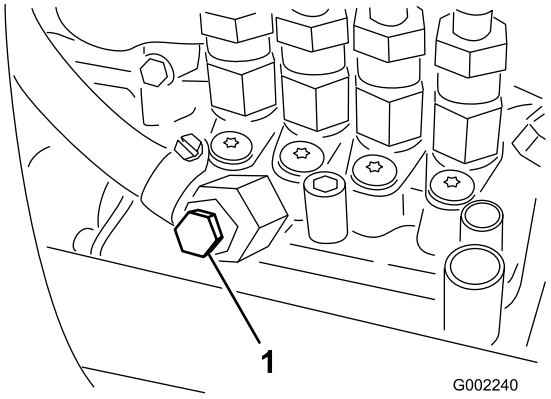

Figur 42
7. Åpne lufteskruen på pumpen for drivstoffinnsprøyting (Figur 42).